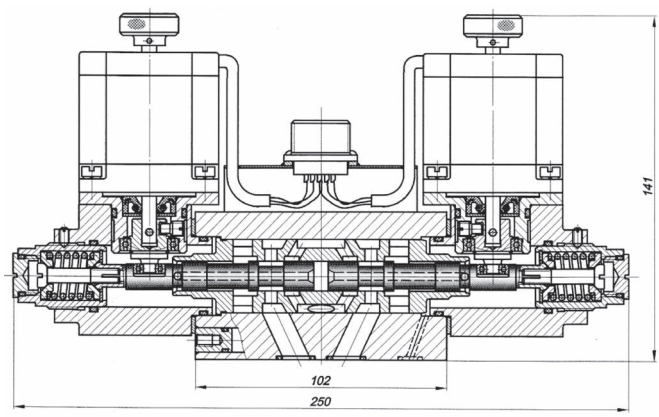

Рис. 8. Конструктивный вариант ПГА с раздельным регулированием открытия рабочих кромок
При использовании классических четырехкромочных ДГР и ПГА достигаются высочайшие статические и динамические характеристики, однако их существенным недостатком является пониженная энергоэффективность особенно в системах с дифференциальными гидроцилиндрами. Так при вдвижении штока цилиндра с соотношением площадей 1:2 требуемое давление достигает $p = 9\Delta p_{вх} + F/A$ (где: F – преодолеваемая нагрузка; A – площадь штоковой камеры; $\Delta p_{вх}$ – перепад давлений на входной кромке золотника). При движении в противоположном направлении торможение инерционной нагрузки затрудняется из-за наличия высокого давления в поршневой камере. Для решения подобных задач в последние годы разработчиками инновационного гидрооборудования начинает все шире обсуждаться идея раздельного регулирования открытия рабочих кромок [3]. В ЭНИМСе разработан возможный вариант конструктивного оформления (**рис. 8**), в котором каждая из линий A и B подключения гидродвигателя соединяется с линиями подвода (P) или слива (T) через отдельно управляемый трехлинейный золотник.